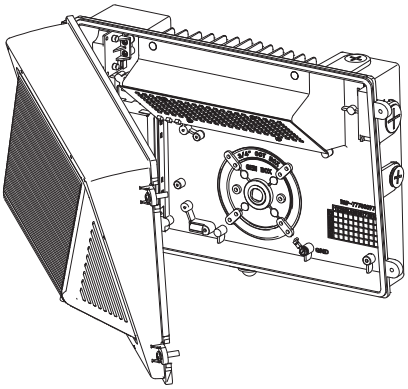

Fig. 2
- The fixture opens sideways from the mounting base (D) and stays connected on the hinge. (Fig. 2)